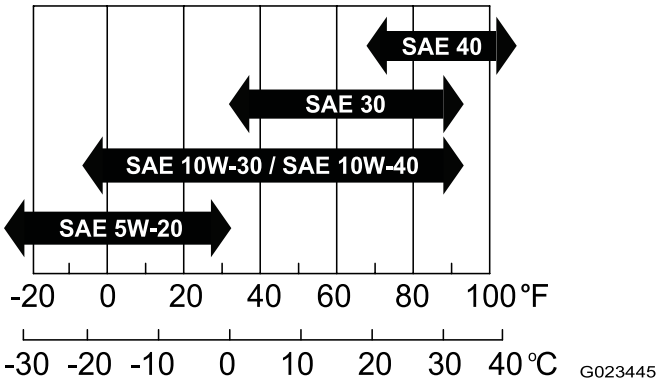

Figur 38
- **Viskositet:** SAE 30; se følgende diagram for andre viskositeter (Figur 38):